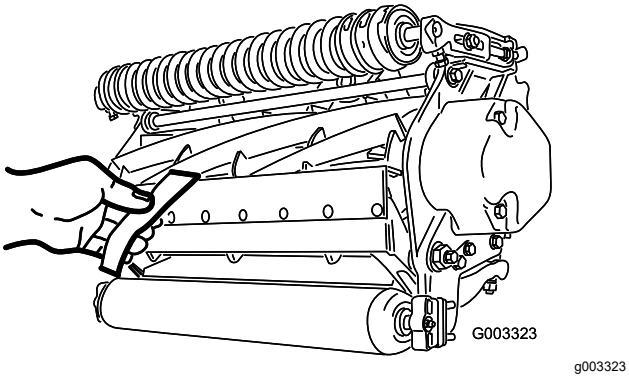

Rysunek 8
B. Wsuń długi pasek papieru do testu cięcia (część zamienna Toro o numerze katalogowym 125-5610) między wrzeciono a nóż dolny, prostopadle do jego krawędzi (Rysunek 8), a następnie **powoli** obracaj wrzeciono w kierunku do przodu; pasek papieru powinien zostać przecięty. Jeśli to nie nastąpi, powtórz kroki A i B, aż do uzyskania przecięcia papieru.
13. Wsuń długi pasek papieru do testu cięcia (nr części Toro 125-5610) między wrzeciono a nóż dolny, prostopadle do jego krawędzi (Rysunek 8), a następnie **powoli** przekręcaj wrzeciono w kierunku do przodu, pasek papieru powinien zostać przecięty. Jeśli to nie nastąpi, przekręć każdą ze śrub regulacyjnych noża dolnego w prawo o jedno kliknięcie i powtarzaj sprawdzanie aż do uzyskania przecięcia papieru.